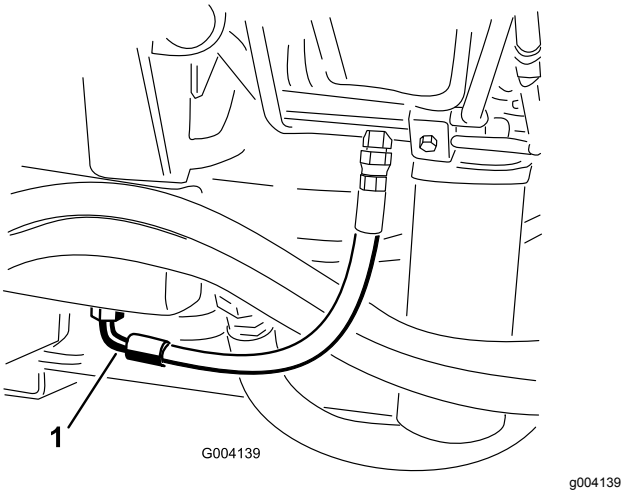

**Figur 100**
3. Plasser et stort tappefat under nippelen som er festet til bunnen av den hydrauliske væskebeholderen (Figur 100).